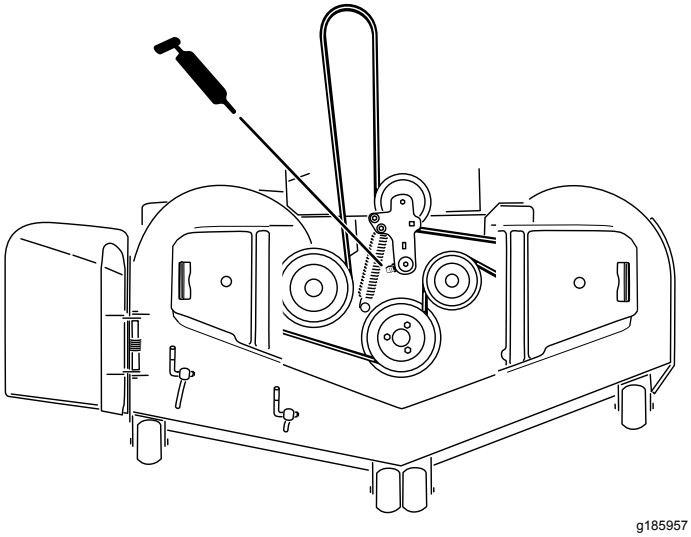
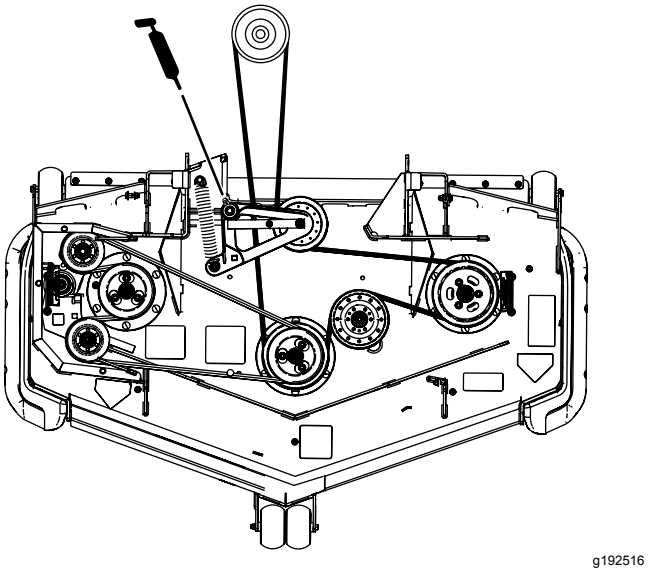

Figur 53
Figur 54
5. Smør klippeenhetens lederulltapper til smørefettet kommer ut fra undersiden (Figur 53 eller Figur 54).